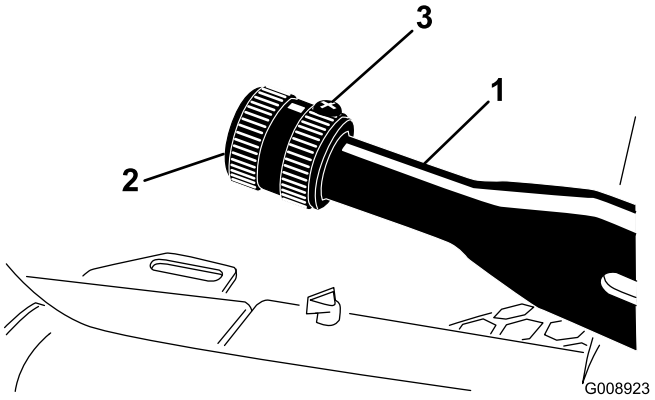

Figuur 71
1. Draai de stelschroef los waarmee de knop is bevestigd aan de parkeerremhendel (Figuur 71).